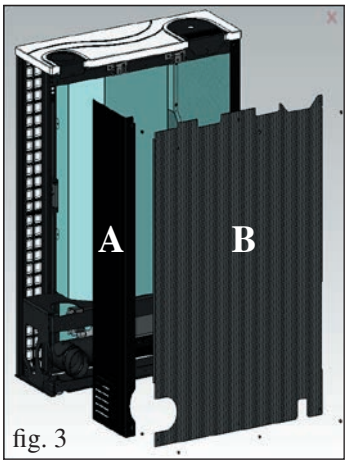

fig. 3
- Take off the right metal side by removing the 2 screws (A - fig. 3).